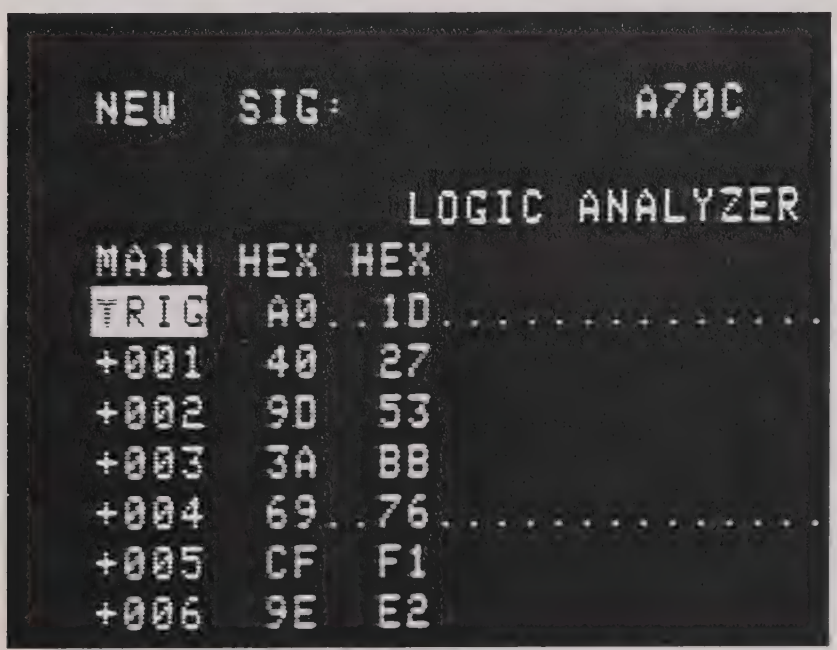

Figure 4.5 - Display Showing Numbered Information Lines of the Main Memory
4.4.6 Refer to Figure 4.5. Use hexadecimal **ENTRY** buttons **B, E,** and **0** to execute rapid **Data Location** within the main memory. The **B, E** and **0** keys directly move displayed data to the beginning, end or trigger position of the memory, respectively. Also, press the required decimal key and **SKIP** button to relocate directly to a **Specific Line Numbered** within a tabulated data display.